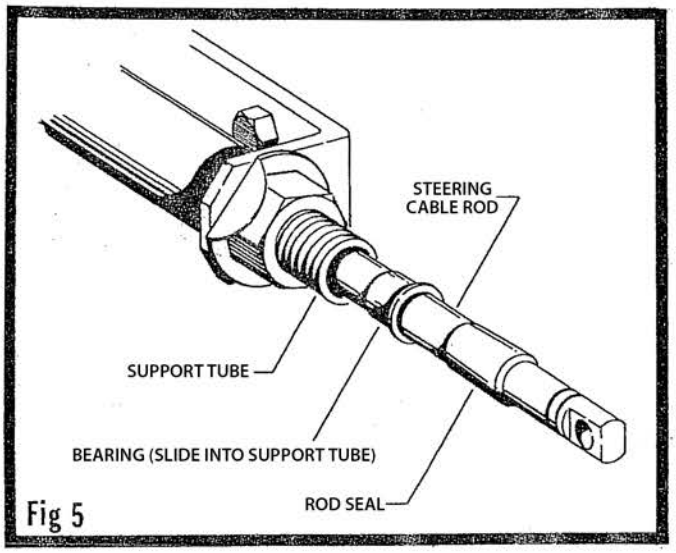

Fig 5
- Push seal securely on to end of cable support tube. See Figure 5.